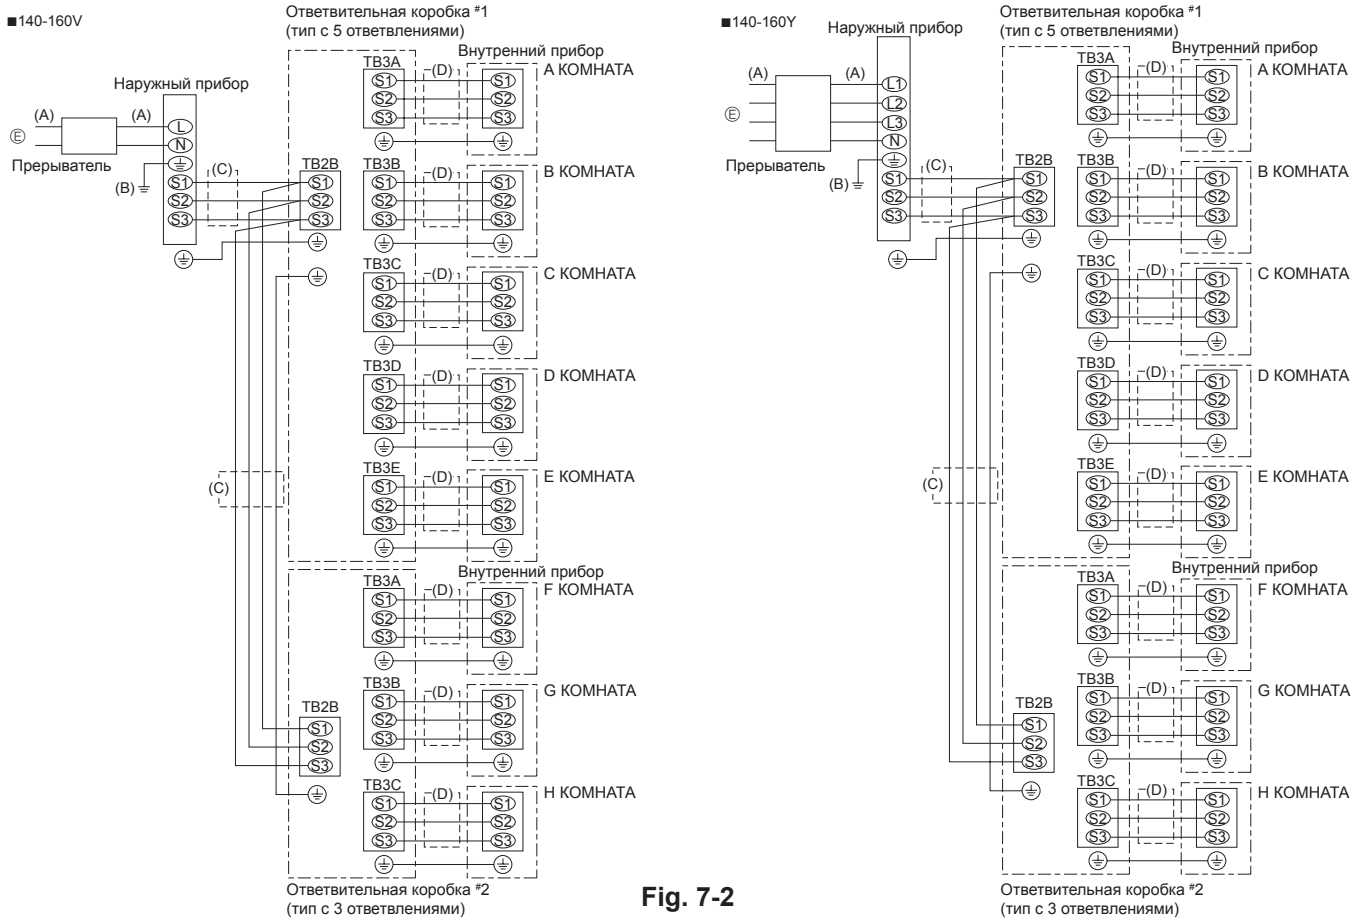

Fig. 7-2
7.3. Процедура подключения внешних проводов (Fig. 7-2)